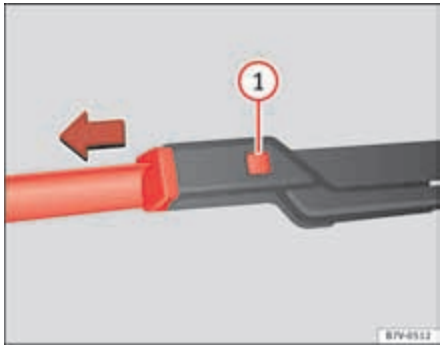

Fig. 165 Changing the front wiper blades
- Hold down the release button ⇒ page 273, fig. 165 (1) while gently pulling the blade in the direction of the arrow.